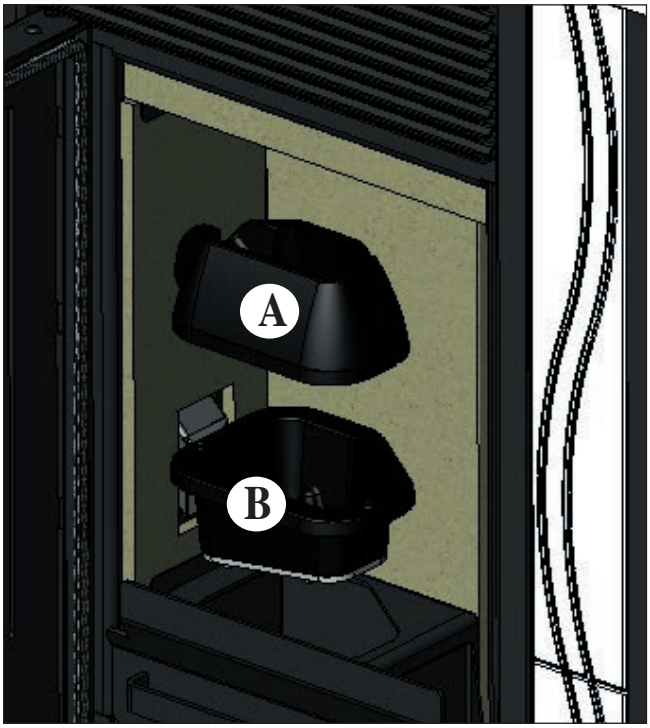

fig. 1
After normal cleaning, INCORRECT attachment of the upper part of the crucible (A) (fig. 1) **with the lower part of the crucible (B)** (fig. 1) **can compromise stove functioning.**